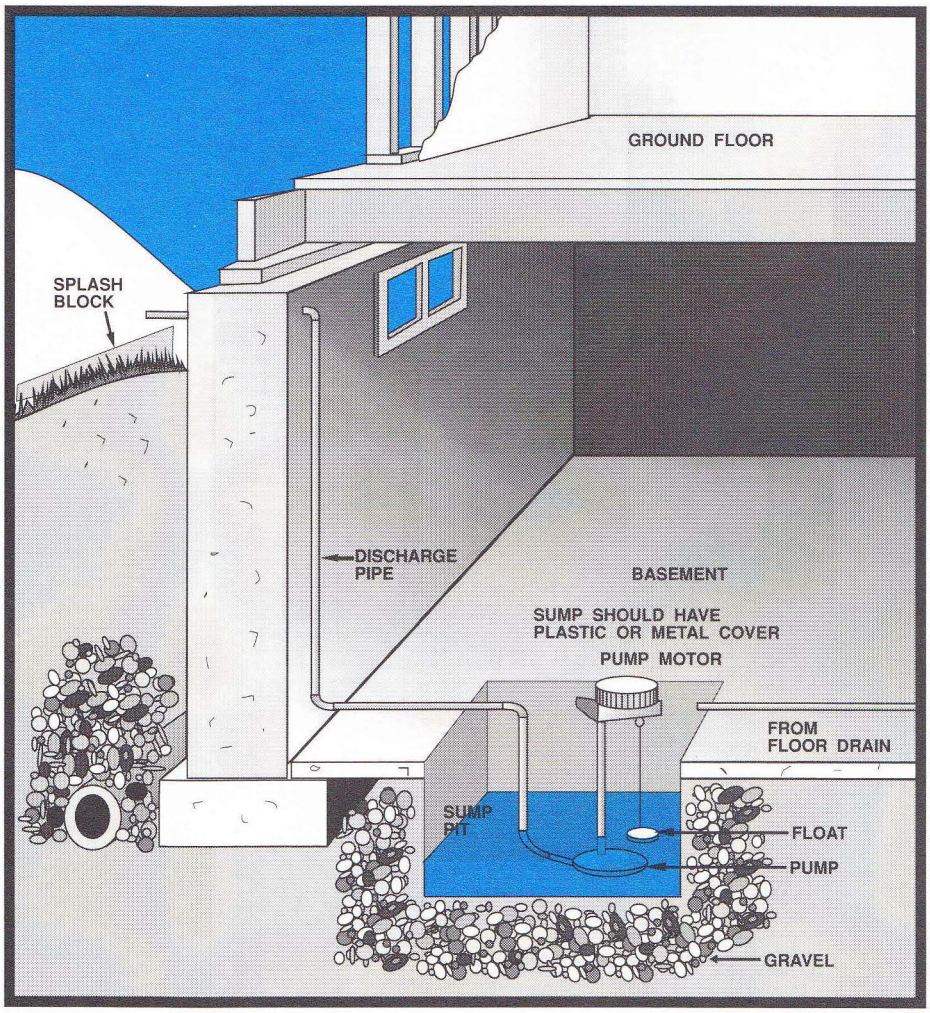

**FIGURE 39**
- A sump (pit) should be located at the wettest or lowest area in the basement. The sump should be lined with concrete, metal or large draintile to prevent caving in of the sides. Holes must be provided in the lining to admit ground water. Care should be taken to prevent fine soil particles from being carried to the sump and out with the sump pump. This may require wrapping the sump pit sides and bottom with filter cloth when fine grained soils are encountered. Otherwise, the floor slab and the footings can become undermined. The size of the sump is usually specified by the manufacturer of the pump used. The base of the sump can consist of a 150 mm layer of crushed stone. (See Figure 39.) If the discharge pipe is not connected to a storm sewer or floor drain but drains to the exterior, care must be taken to avoid winter freezing.